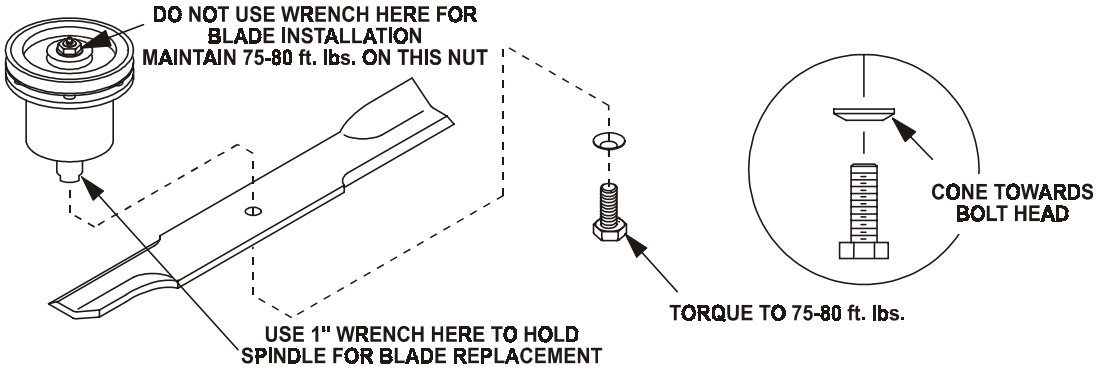

FIG. 4
d) Torque blade bolts as shown. Be sure the spring disk washer cone is installed toward the bolt head (See Figure 4).